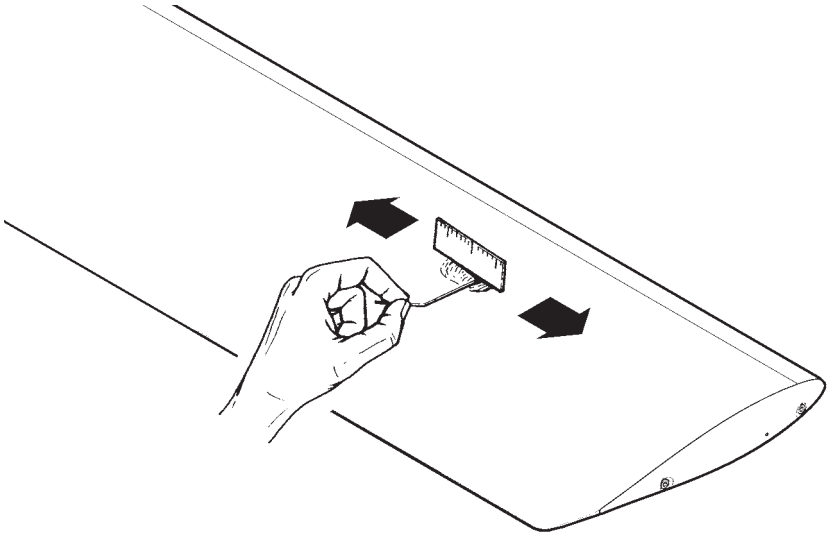

FIGURE 62-9 MEASURING BLADE DAMAGE WITH STRAIGHT EDGE
1. Refer to Figure 62-9. Measure blade damage using a straight edge and a thickness gage. Keep straight edge parallel with the leading and trailing edges.